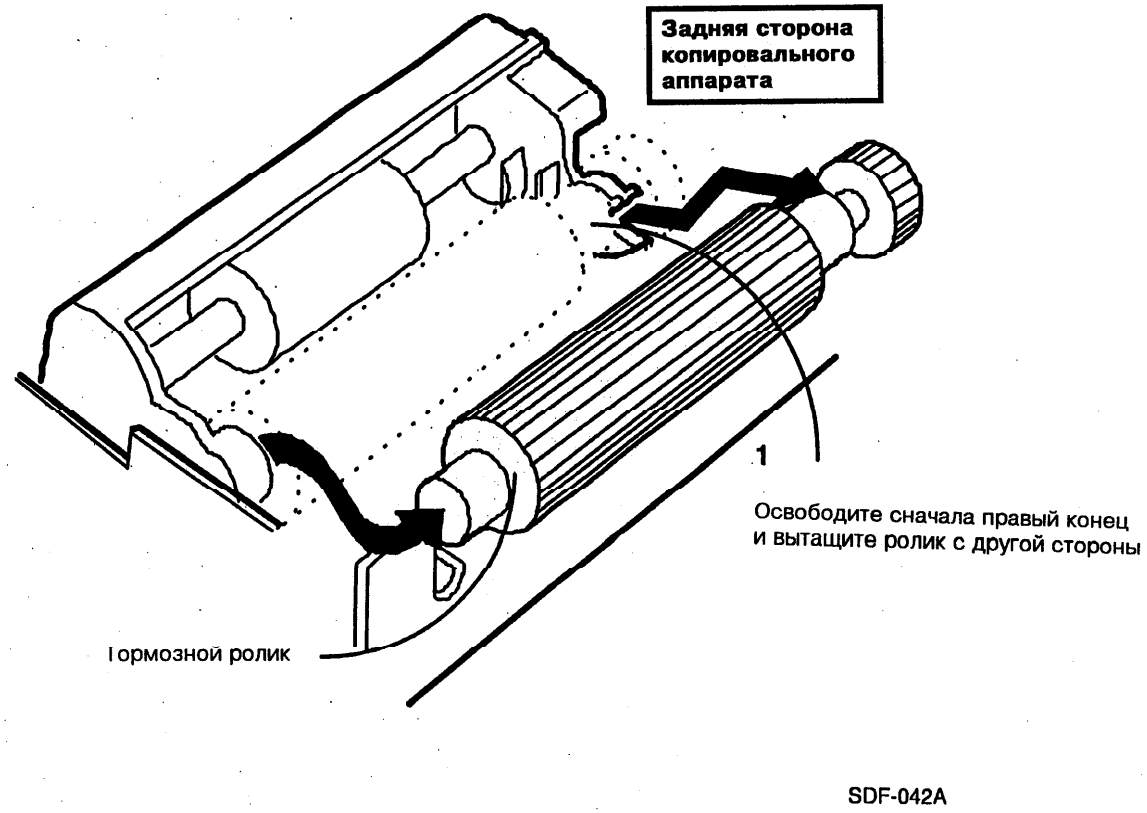

Рис. 2. Снятие тормозного ролика SDF
2. (Рис.2) Снимите тормозной ролик SDF.
3. (Рис. 2) Снимите тормозной ролик.